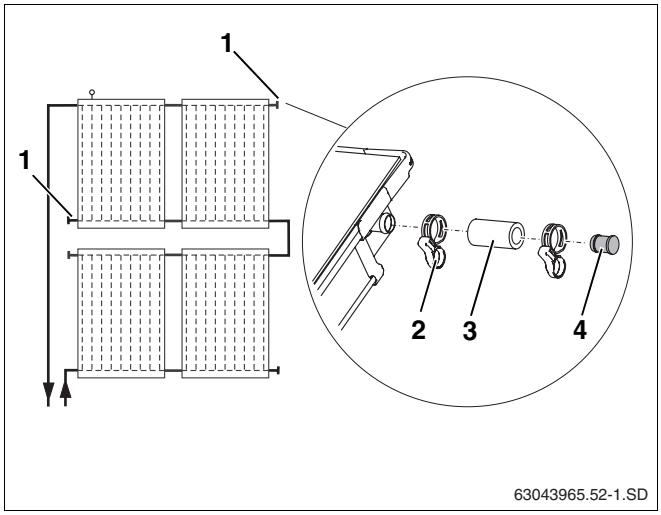

Abb. 40 Vormontierte Blindstopfen montieren
Verschließen Sie mit den Blindstopfen die nicht benötigten Kollektoranschlüsse (Abb. 40, **Pos. 1**).
- Solarschläuche 55 mm (Abb. 40, **Pos. 3**) mit den vormontierten Blindstopfen auf die beiden freien Anschlüsse stecken.